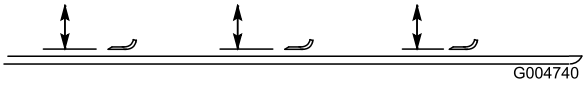

Figur 83
2. Drej skærekniven, indtil enderne vender fremad og bagud, og mål afstanden fra indersiden af plæneklipperskjoldet til skæret foran på skærekniven (Figur 83).